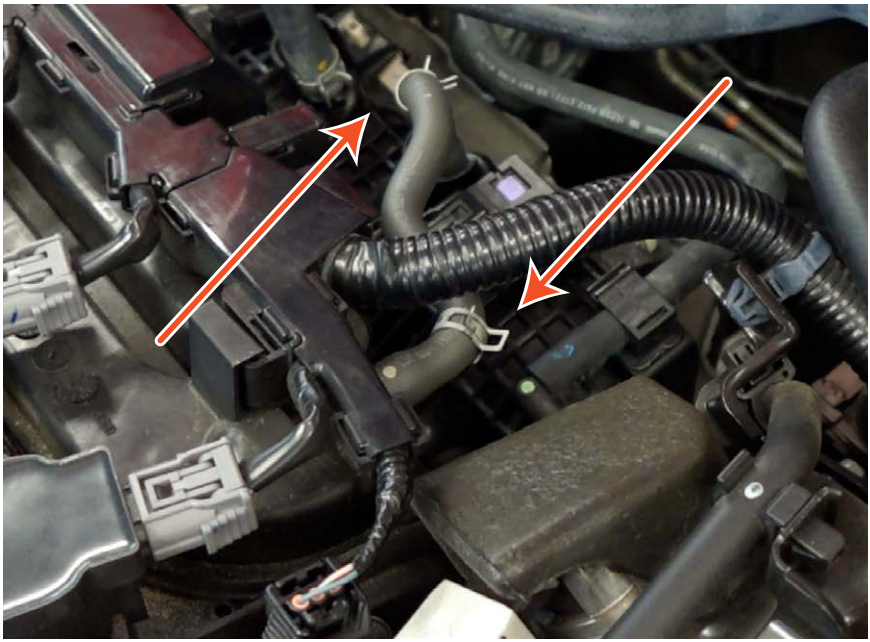

Figure 1 - PCV Tube Location on Engine
2. Use needle-nose pliers to release the hose clamps from the PCV hose, as shown in **Figure 1**.